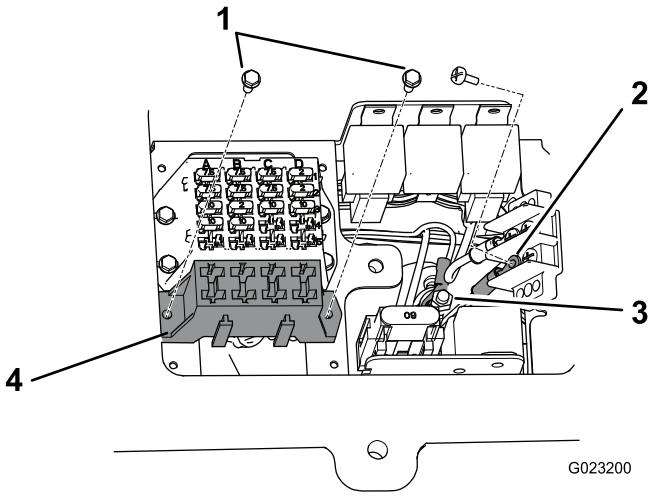

Figur 32
3. Monter ledningsnettets sikringsblok ved siden af den eksisterende sikringsblok med 2 selvskærende skruer (nr. 8 x ½ tomme), der leveres med ledningsnettet (Figur 32).
4. Tilslut den lille ringterminal fra ledningsnettet til 1 af skruerne på jordblokterminalen (Figur 32).
5. Tilslut den store ringterminal fra ledningsnettet til tappen på forgreningsblokken (Figur 32).